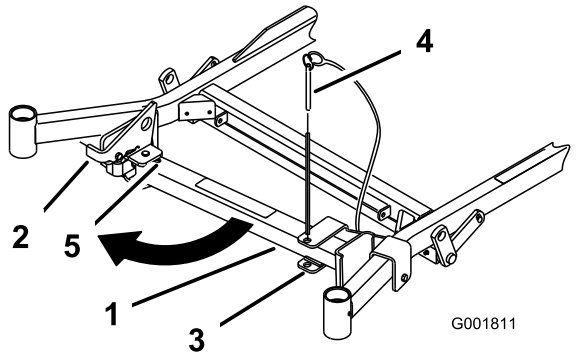
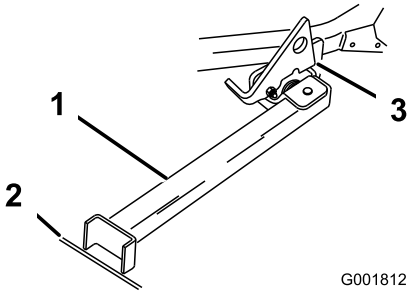

Figuur 26
Figuur 27
2. Verwijder de pen van de beugel (Figuur 26).
3. Zet de vergrendeling omhoog. Draai het voetstuk van de Z Stand aan de voorkant naar buiten en schuif de Z Stand in de richting van de machine in de onderkant van de sleuf (Figuur 26 en Figuur 27).
4. Plaats het voetstuk op de grond en laat de vergrendeling op de draailip rusten (Figuur 27).
Opmerking: Om de beste resultaten te verkrijgen, moet u het voetstuk in spleten in een voetpad of een gazon plaatsen (Figuur 27).
6. Rij de machine de Z Stand op. Stop de machine als de vergrendeling boven de lip in de vergrendelde stand valt (Figuur 27). Als de machine op de Z Stand staat, stelt u de parkeerrem in werking en zet u de motor af.
5. Zet de Z Stand terug in de ruststand (Figuur 26).